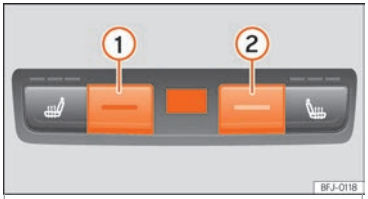

Fig. 186 En la parte trasera de la consola central: mandos para las plazas traseras.
- Pulse las teclas ① y ② ››› **fig. 186** para ajustar la temperatura.